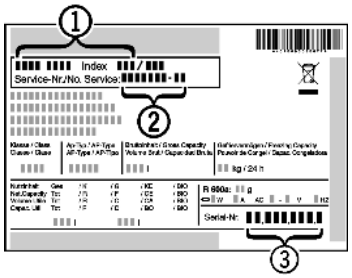

Fig. 43
▶ Read off the appliance name *Fig. 43 (1)*, service no. *Fig. 43 (2)* and serial no. *Fig. 43 (3)* from the model plate. The model plate can be found on the inside of the appliance on the left.